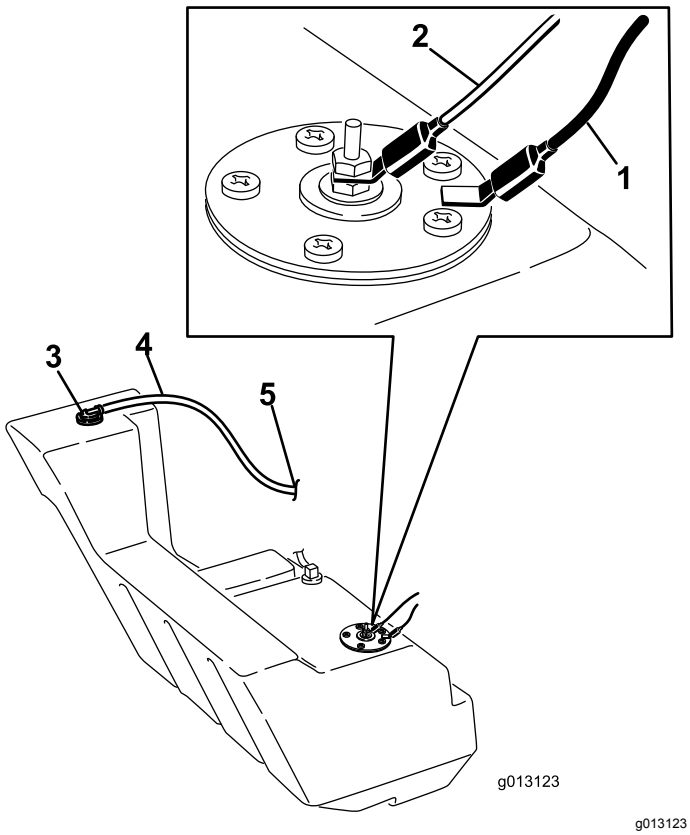

Figuur 65
12. Koppel de 2 draden los die naar de rechterzijde van de tank lopen (Figuur 65).
21. Sluit aan de rechterzijde van de tank de oranje draad aan op de middelste pool en de zwarte draad op de buitenste pool (Figuur 65).